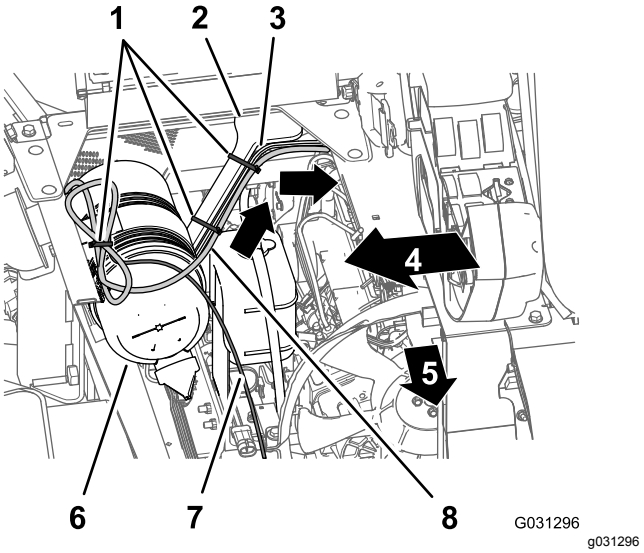

Figur 170
1. Før den 220 cm lange forgreningen for navigasjonssystemets elektriske ledningssats over seteboksvinkelen og ned langs venstre støtte for motordekselet (Figur 170).
2. Fest ledningssatsen til motordekselstøtten med kabelfester (Figur 170).